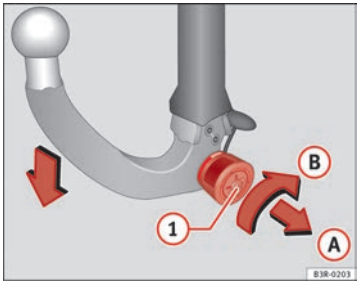
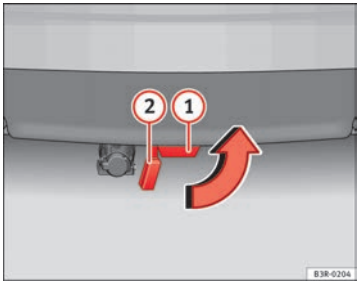

Abb. 162 Abnehmbare Anhängevorrichtung: Kugelstange abbauen
Abb. 163 Hinterer Stoßfänger: Verschlussdeckel einsetzen
– Stecken Sie den Schlüssel in das Schloss (1) ⇒Abb. 162 am Handrad.
– Halten Sie die Kugelstange fest und ziehen Sie das Handrad in Pfeilrichtung (A) heraus.
– Drehen Sie das Handrad in gezogener Position bis zum Anschlag in Pfeilrichtung (B).
– Ziehen Sie die Kugelstange nach unten aus dem Aufnahmeschacht (1) ⇒Abb. 163 heraus. Dabei wird der Aufnahmeschacht durch die Verschlussklappe (2) automatisch verschlossen.